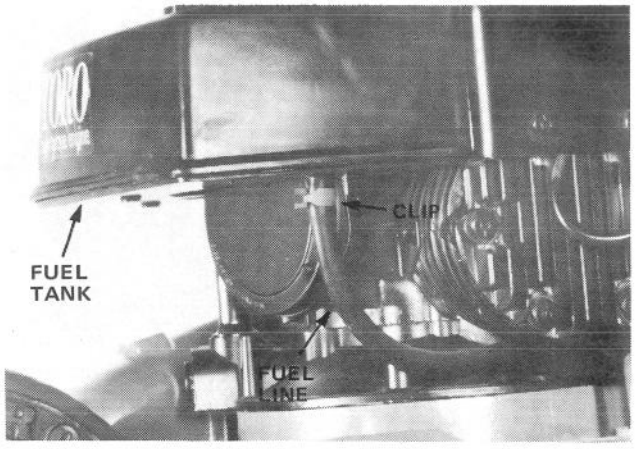

Figure 33
2. Place a clean, shallow drain pan below the fuel tank (Fig. 33).
3. Squeeze ends of clip holding fuel ine on fuel tank fitting (Fig. 33). Slide clip down fuel line.